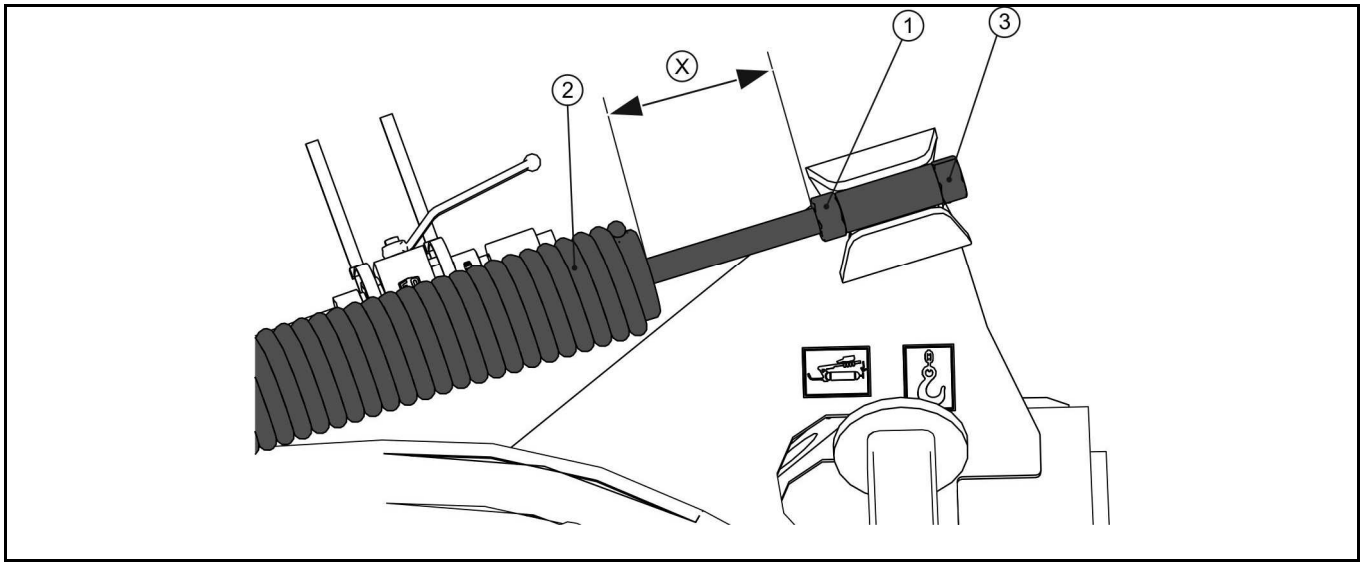

РИСУНОК 4.7 **Регулировка силы нажима режущего бруса**
*(1) контргайка, (2) разгрузочная пружина, (3) регулировочный болт*
Чтобы в ходе кошения защитить стерню, частично уменьшить износ скользящих поверхностей и наилучшим образом обеспечить копирование почвы, необходимо соответствующим образом отрегулировать силу нажима режущего бруса (РИСУНОК 4.7). Для этого предназначены разгрузочные пружины (2). Нажим должен соответствовать условиям местности, способу передвижения, рельефу почвы и типу скашиваемых зеленых кормов.